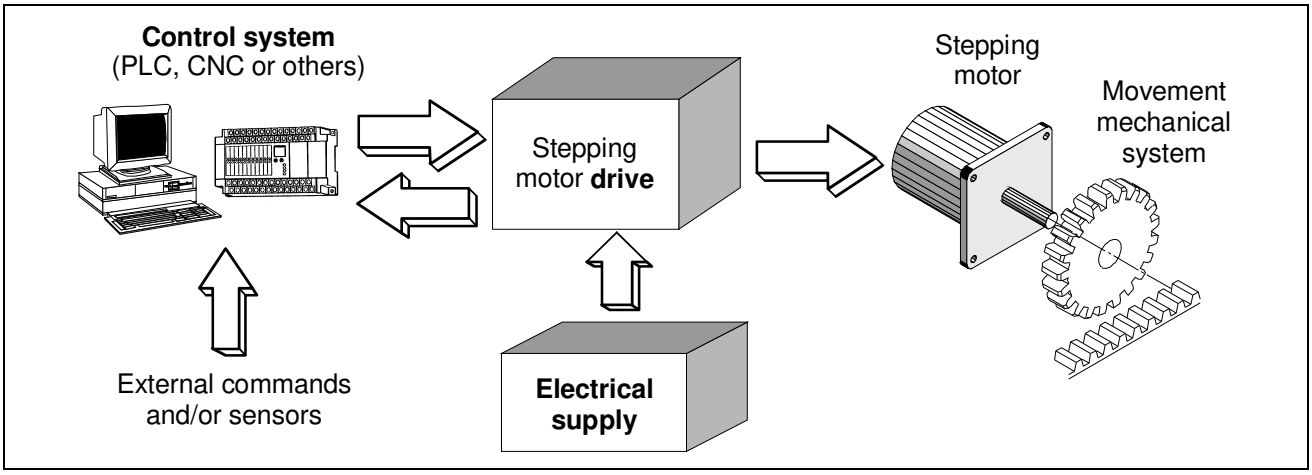

Fig. 1
1.2 - For the purposes of this manual the terms used assume the meaning below described (see Fig. 1).